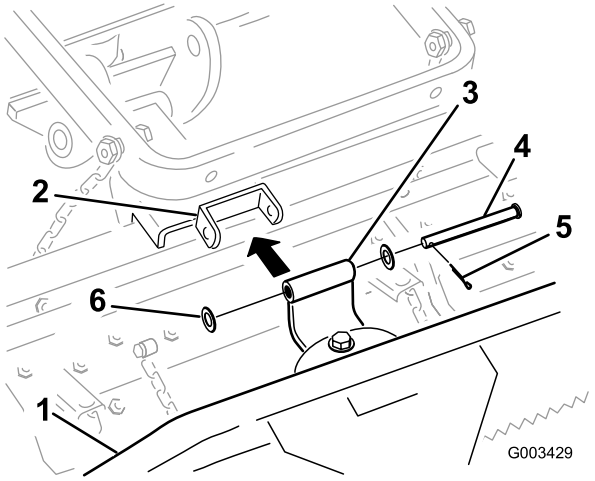

Figuur 5
2. Bevestig de draaibeugel aan de tandhark zoals aangegeven in Figuur 5 met een gaffelpen (1/2 x 4-1/2 inches), 2 moeren (0,531 x 1,063), en een splitpen.